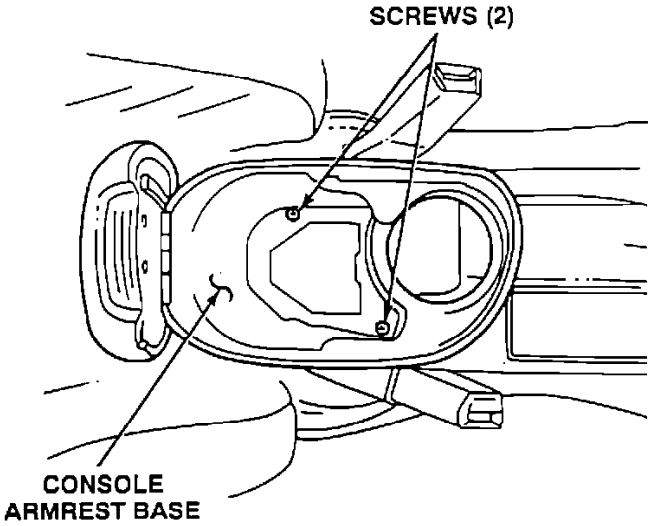

FIGURE 1
2. Open the console armrest and remove the two screws that attach the console armrest base to the console armrest compartment. See Figure 1.